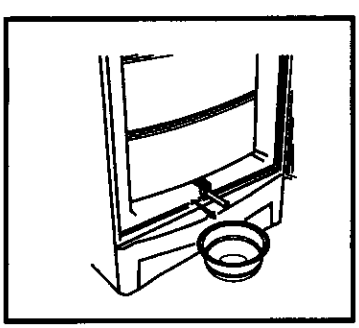

Рис.8.
- для удаления воды из морозильной камеры необходимо выдвинуть вперед пластмассовый слив поз. 20 (рис. 1) и поместить под него миску (см. рис. 8).